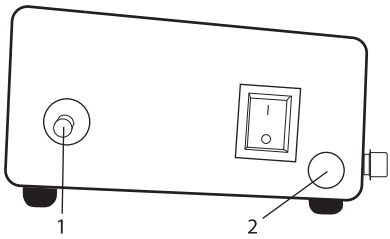

Рис. 5
4. Нажмите кнопку газового клапана 2 и в то же время несколько раз нажмите кнопку пьезоподжигателя 1 до тех пор, пока не загорится пламя. Кнопку газового клапана 2 необходимо держать не менее 30 секунд, после чего горелка будет гореть сама и тепловая пушка начнет работать (рис. 5).